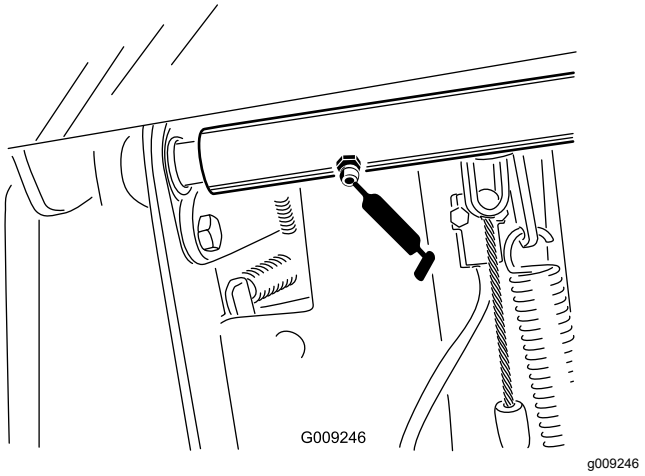

Figur 77
- 2 axellager för bromspedalstappen (Figur 77)